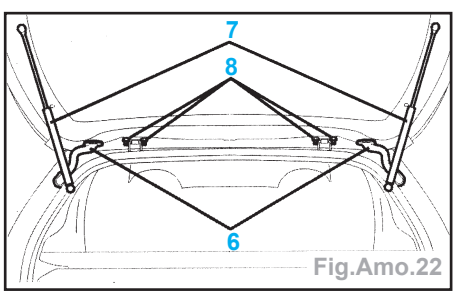

Fig.Amo.22
- Dégager les soufflets (6) de passage des fils (5) (Fig.Amo.22).